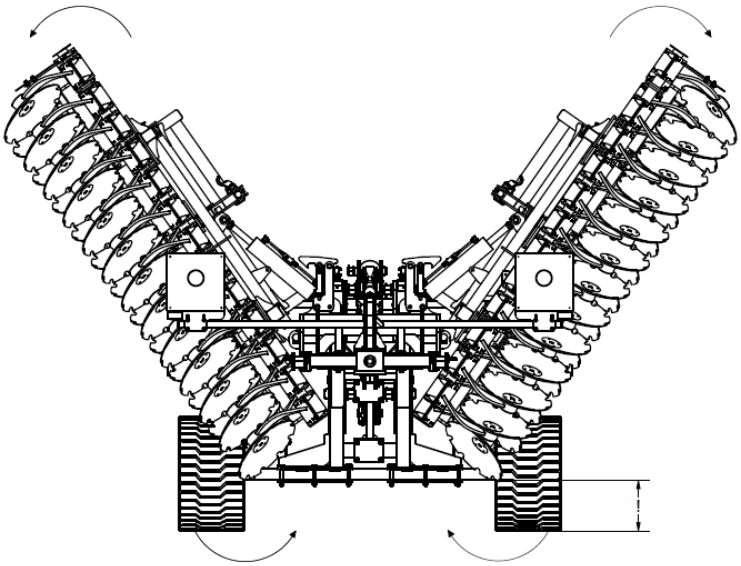

Rysunek 11a Sekwencja otwierania maszyny: otwieranie maszyny ze zwróconą szczególną uwagą na wysokość końców ramion od podłoża.
4. Podczas otwierania ramion skrzydeł maszyny, należy upewnić się, że końce ramion znajdują się na odpowiedniej wysokości, uniemożliwiającej ich zahaczenie o podłoże (rys. 11a).